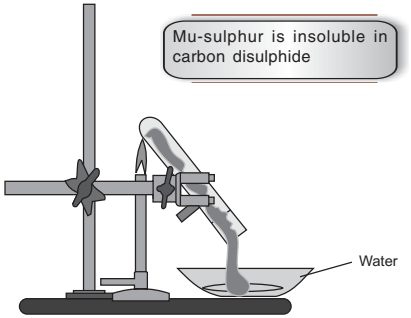

Fig. 11.6. The Plastic Sulphur Preparation
3. Plastic Sulphur : Also called Gamma Sulphur (γ-Sulphur) is formed when molten sulphur at or near normal boiling is squeezed to the solid state (such as by pouring in cold water) (see Fig. 11.6).